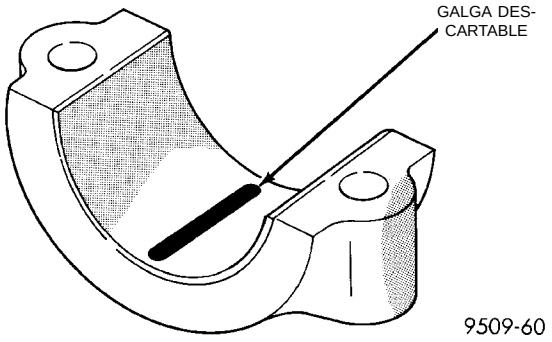
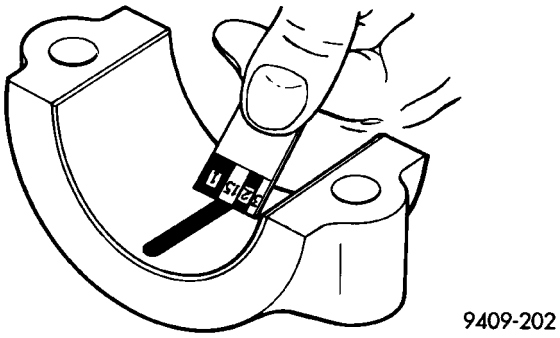

Fig. 3 Galga descartable colocada en el casco inferior del cojinete
Fig. 4 Medición de la luz
(1) Elimine la película de aceite de la superficie que debe verificar. Las galgas descartables son solubles en aceite.
(2) Coloque un trozo de galga descartable a lo ancho del casco de la tapa del cojinete, a aproximadamente 6,35 mm (1/4 de pulgada) del centro y lejos de los orificios de lubricación (Fig. 3). (Además, pueden verificarse áreas dudosas colocando en ellas galgas descartables). Apriete los pernos de las tapas de los cojinetes que se están verificando con la torsión indicada en las especificaciones.
(3) Retire la tapa del cojinete y compare el ancho de la galga descartable aplanada (Fig. 4) con la escala métrica provista en el envase. Localice la franja que más se aproxima al ancho de la galga descartable. Esta franja indica la luz en milésimas de milímetro. La diferencia de lectura entre los extremos indica el cono de mayor a menor. Registre todas las lecturas efectuadas. Consulte las Especificaciones del motor. **Las galgas descartables por lo general vienen acompañadas de dos escalas. Una escala en pulgadas; la otra, métrica.**
(1) Gire el cigüeñal hasta que la biela que desea verificar esté en el punto inferior de su recorrido.
(2) Elimine la película de aceite de la superficie que desea verificar. Las galgas descartables son solubles en aceite.
(3) Coloque un trozo de galga descartable a lo ancho del casco de la tapa del cojinete a unos 6,35 mm (1/4 de pulgada) del centro y lejos de los orificios de lubricación (Fig. 3). También se pueden verificar áreas dudosas colocando en ellas una galga descartable.
(4) Instale la tapa de la biela con la galga descartable emplazada. Apriete la tapa de la biela con la torsión especificada. **No gire el cigüeñal mientras instala la tapa, ya que podría desviarse la galga descartable y obtenerse resultados inexactos.**
(5) Retire la tapa del cojinete y compare el ancho de la galga descartable aplanada (Fig. 4) con la escala métrica provista en el envase. Localice la franja que más se aproxima al ancho de la galga descartable. Esta franja indica la luz en milésimas de milímetro. La diferencia de lectura entre los extremos indica el cono de mayor a menor. Registre todas las lecturas efectuadas. Consulte Especificaciones del motor. **Por lo general las galgas descartables traen dos escalas. Una escala es en pulgadas y la otra, métrica. Si la luz de cojinete de biela es superior a 0,076 mm (0,003 pulg.), reemplace el cojinete.**